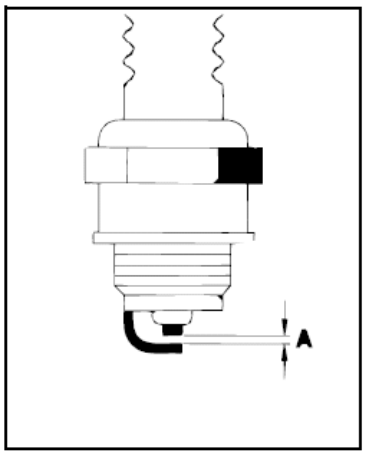

Rys. 29
3. Sprawdź odstęp między elektrodami (Rys. 29, poz. A). Prawidłowy powinien wynosić 0,5-0,6mm.